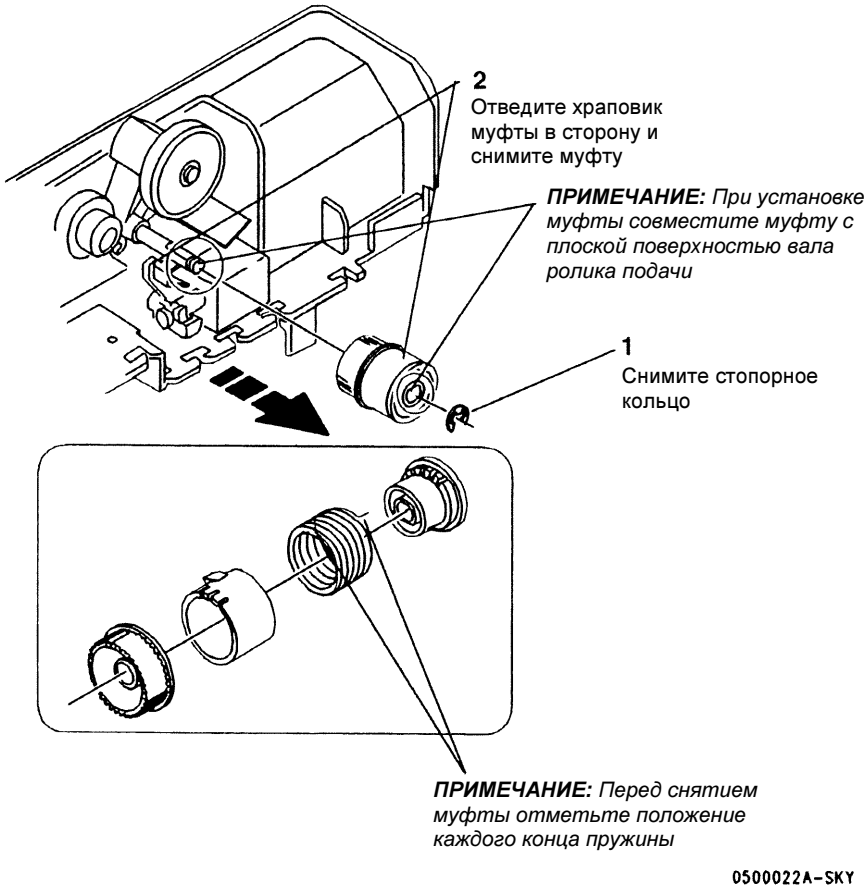

Рисунок 3 Снятие муфты подачи бумаги
3. (Рисунок 3): Снимите муфту подачи бумаги